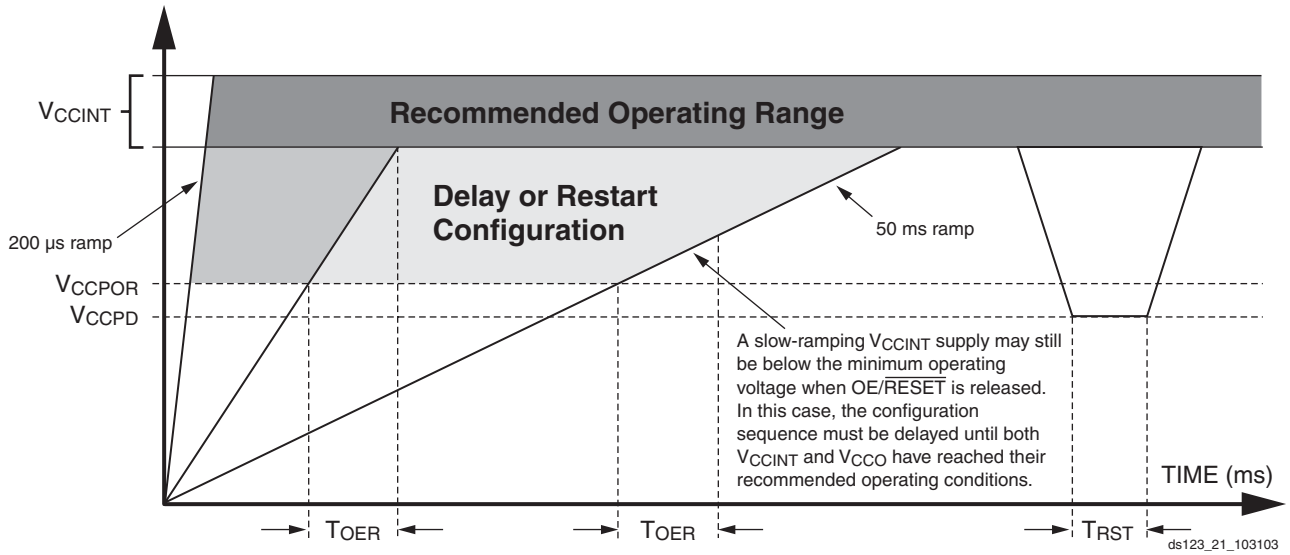

Figure 6: **Platform Flash PROM Power-Up Requirements**
At power up, the device requires the V_{CCINT} power supply to monotonically rise to the nominal operating voltage within the specified V_{CCINT} rise time. If the power supply cannot meet this requirement, then the device might not perform power-on reset properly. During the power-up sequence, OE/$\overline{RESET}$ is held Low by the PROM. Once the required supplies have reached their respective POR (Power On Reset) thresholds, the OE/$\overline{RESET}$ release is delayed (T_{OER} minimum) to allow more margin for the power supplies to stabilize before initiating configuration. The OE/$\overline{RESET}$ pin is connected to an external 4.7 kΩ pull-up resistor and also to the target FPGA's INIT pin. For systems utilizing slow-rising power supplies, an additional power monitoring circuit can be used to delay the target configuration until the system power reaches minimum operating voltages by holding the OE/$\overline{RESET}$ pin Low. When OE/$\overline{RESET}$ is released, the FPGA's INIT pin is pulled High allowing the FPGA's configuration sequence to begin. If the power drops below the power-down threshold (V_{CCPD}), the PROM resets and OE/$\overline{RESET}$ is again held Low until the after the POR threshold is reached. OE/$\overline{RESET}$ polarity is not programmable. These power-up requirements are shown graphically in Figure 6.
2. At power up, the device requires the V_{CCINT} power supply to monotonically rise to the nominal operating voltage within the specified T_{VCC} rise time. If the power supply cannot meet this requirement, then the device might not perform power-on-reset properly. See Figure 6, page 11.